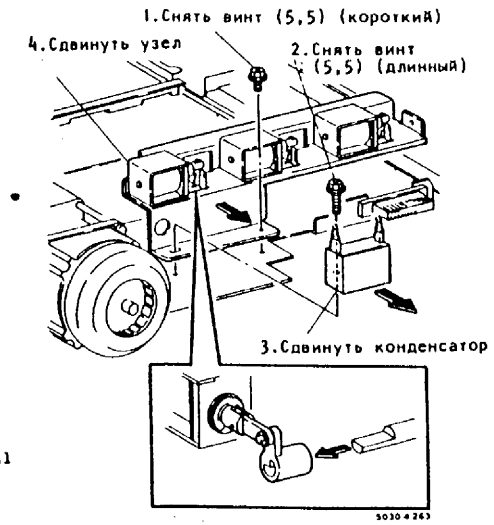

Рис.3. Сдвигание узла соленоида затвора входа
4. (Рис.3): Сдвинуть узел соленоида затвора входа.